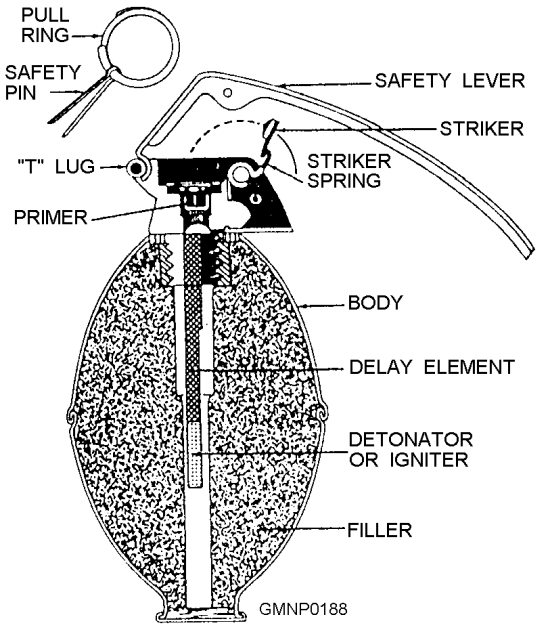

**Figure 3-107.—Functioning of the fuze.**
- Delay fuzes are used in all standard hand grenades. Detonation of the grenade is not on impact but after the delay element in the fuze has burned. The fuze assembly (fig. 3-107) consists of a fuze body, safety lever, safety pin, striker spring, primer, delay element, and detonator or igniter. For further information about the operation of the fuze assembly, refer to FM 23-30. All casualty-producing grenades (fragmentation, offensive, and white phosphorus) have a 4- to 5-second delay. Because of this short delay, personnel must stay alert when arming and throwing hand grenades.